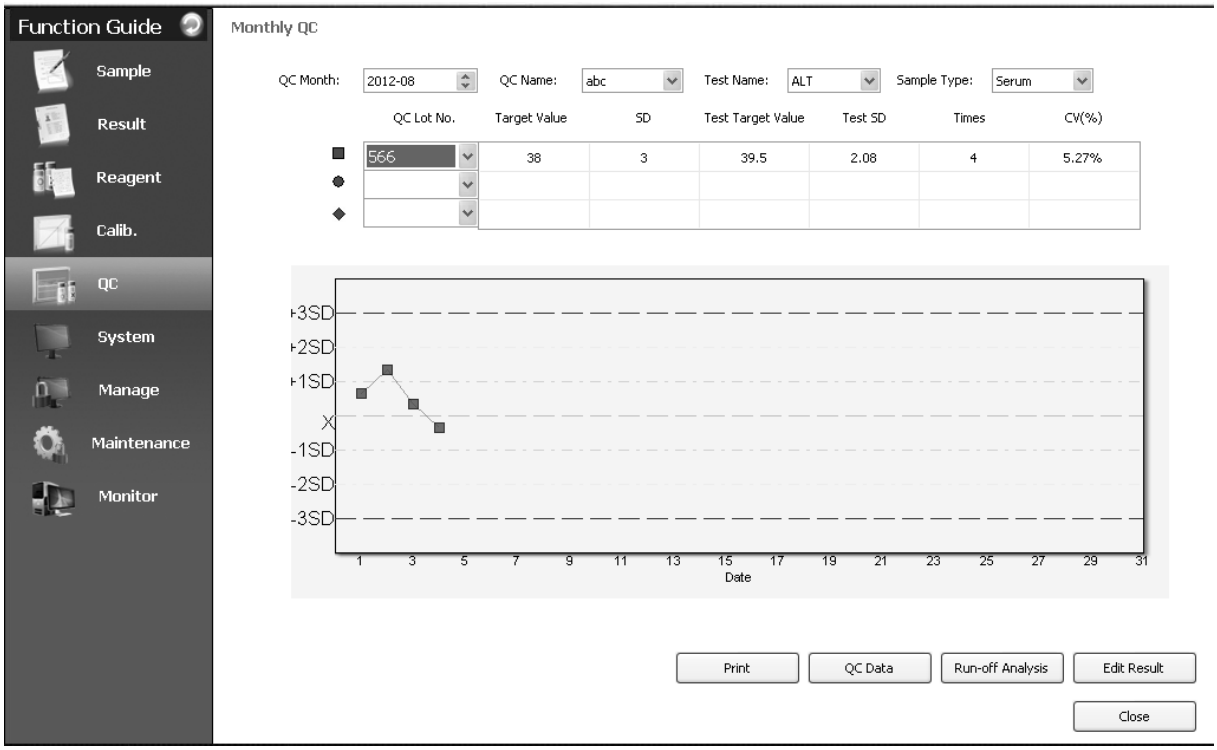

Figure 7-3-2
(2)Click “QC Graph” in “Monthly QC” window, to switch between “QC Data” and “QC Graph”, as shown in Figure 7-3-2: